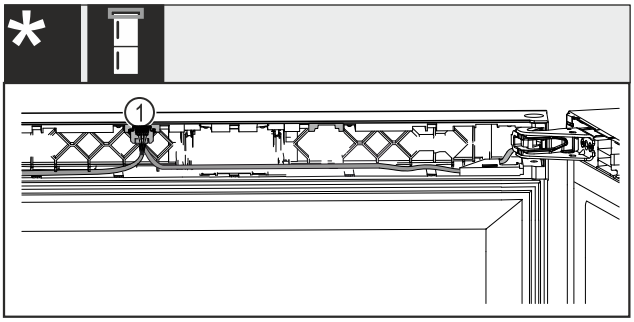

Fig. 41 Wijn-vries-combinaties
▶ Stekker *Fig. 41 (1)* in de geleiding vastklikken.